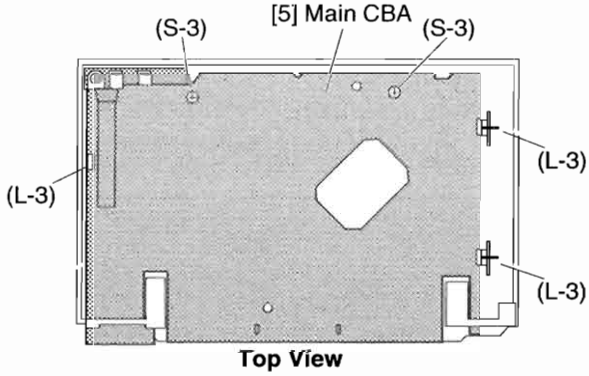

Fig. 6
4. When reassembling the unit, always reinsert Locking Tabs (L-3), and then reinstall Screws (S-3). These screws are critical for proper shielding of the Main CBA. (Fig. 6)